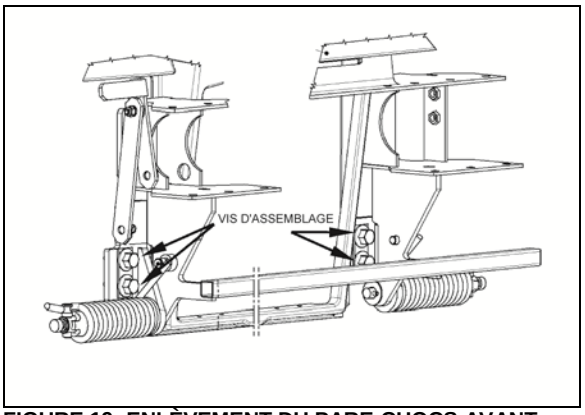

FIGURE 19: ENLÈVEMENT DU PARE-CHOCS AVANT
2. Enlever les quatre vis d'assemblage qui fixent le pare-chocs au véhicule et retirer le pare-chocs (Figure 19).